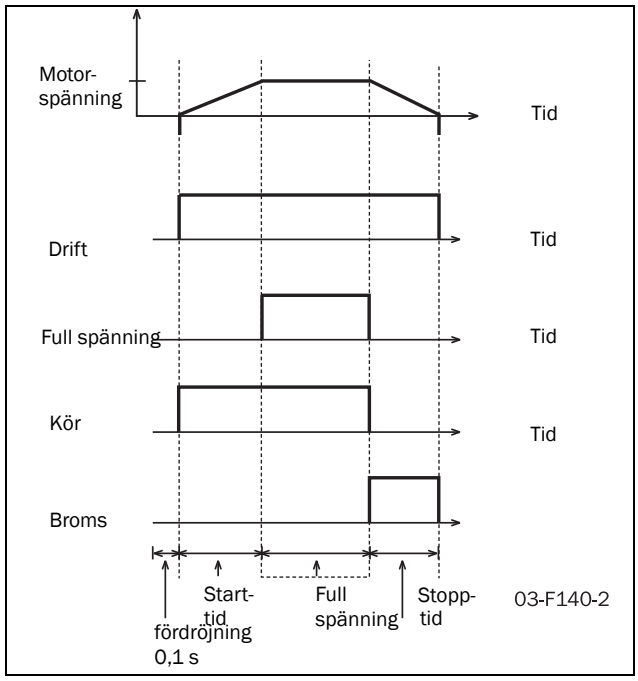

Figur 61 Reläfunktioner för drift, körning och full spänning.
Reläna kan användas för att styra nätkontaktorer eller en förbikopplingskontaktor, eller för att indikera larmsituationer. Som framgår av Figur 61 på nästa sida ska inställningen drift (alternativ 1) väljas för att aktivera nätkontaktorn under start, körning med full spänning och stopp. Om förbikopplingskontaktor används kan den styras av ett relä med inställning för full spänning (2). Inställningarna körning (5) och motorströmsbromsning (4) används när motströmsbroms valts som stoppmetod. I detta fall måste ett relä vara konfigurerat för körning och styr nätkontaktorn vid start och under körning med full spänning. Ett annat relä måste vara konfigurerat för motorströmsbromsning och styr kontaktorn för omvänd fasföljd vid bromsning. Av säkerhetsskäl aktiveras inte det relä som är konfigurerat för motorströmsbromsning förrän efter 500 ms fördröjning efter att reläet som är konfigurerats för körning avaktiverats.